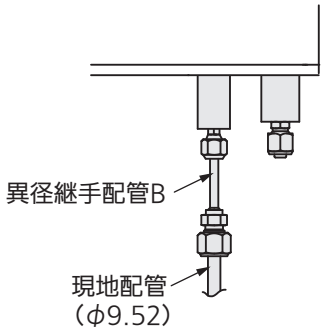

図 5
5. 異径継手配管Ｂのフレアナットをはずして現地配管と接続してください。（図 5）